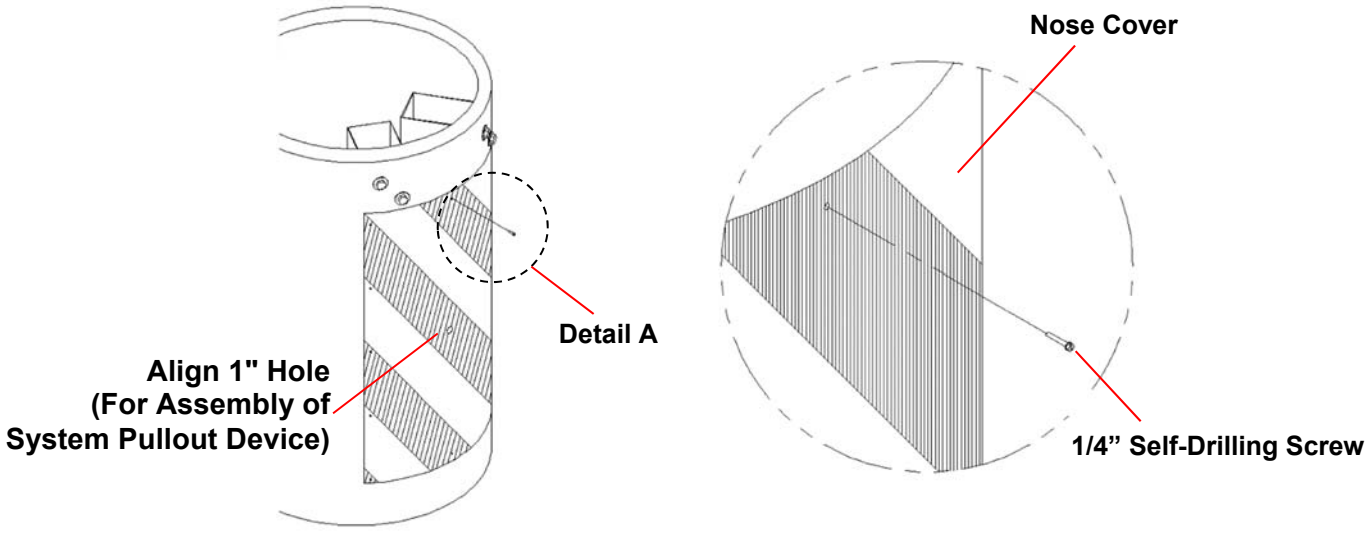

Figure 12
2. Align 1” diameter hole in Nose Cover with 1” diameter hole in Front Cylinder (Figure 12).
3. Screw 1/4" self-drilling screws through the Nose Cover into the Front Cylinder until the head of each fastener is flush (twelve (12) places) (Detail A).